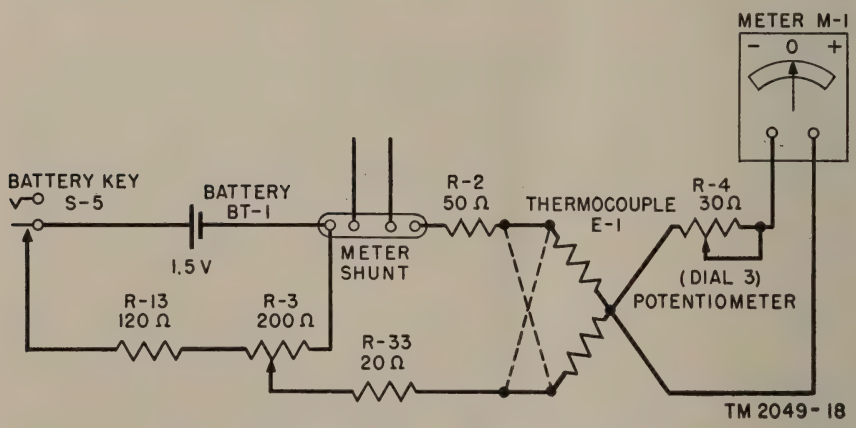

Figure 23. Current flow with calibrate-measure switch in DIAL 3 position.
(1) When the calibrate-measure switch is in the DIAL 3 NORMAL position, the meter which has been connected to the meter shunt for the preceding adjustments is removed from the shunt and then connected to the galvanometer terminals of the thermocouple in series with the rheostat DIAL 3 (fig. 23). This rheostat, which is adjusted until the meter reads 0 db, is provided to compensate for the difference in efficiencies of thermocouples so that the meter may always be made to read 0 db when a current corresponding to 1 mw (2.722 ma) is flowing through the 135-ohm heater circuit.
(2) Some thermocouples may produce a different meter reading when the current through the heater element is reversed. The dial must, therefore, be set so that the mean of the two readings is 0. This is checked by operating the switch to the DIAL 3 REVERSED position which reverses the current through the heater (dotted lines, fig. 23). If the meter does not read 0 db, the DIAL 3 rheostat is readjusted so that, with the heater current in one direction, the meter reads low by the same amount that it reads high when the current is reversed.